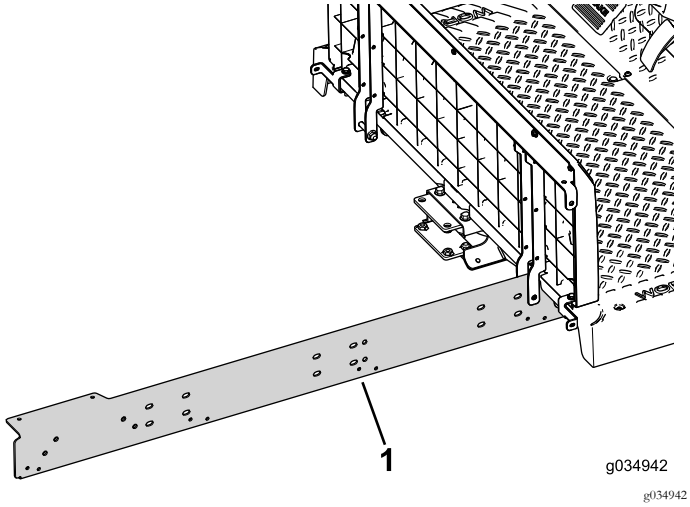

Figure 70
2. Montez, sans le serrer, le longeron d'extension du côté droit de la machine (Figure 70).